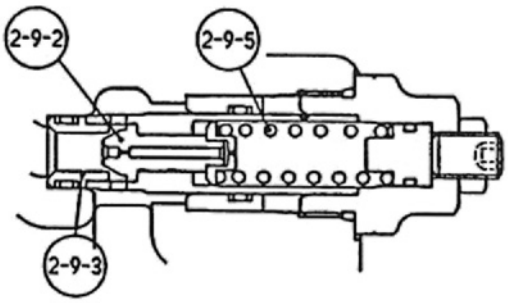

Figure 9 Operation of relief valves
A. Relief valve operation and functions (Figure 9)